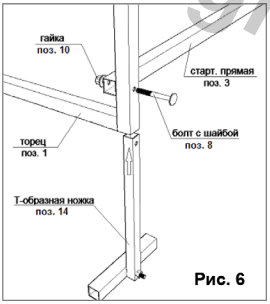

Рис. 6
5.2.2. Соедините болтами 6×50 мм собранный торец со стартовыми прямыми при этом закрепив ножки в нижней части торца согласно просверленных отверстий (рис. 6).